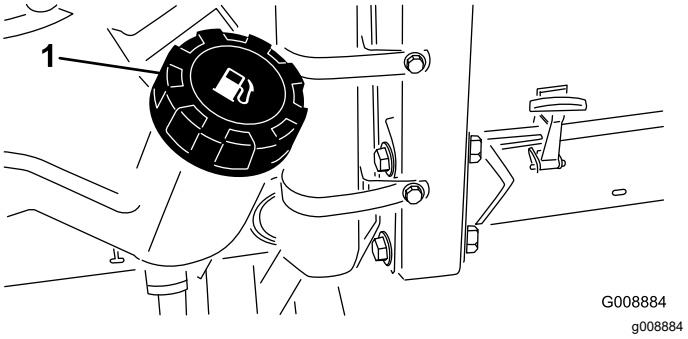

Figur 29
2. Rengør området omkring brændstoftankens dæksel (Figur 29).